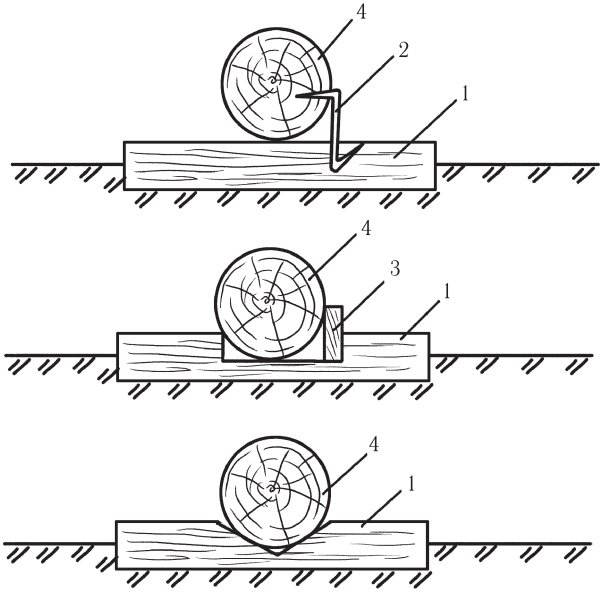

Рис. 70. Способы фиксации бревна: 1 — подкладка; 2 — обратная скоба; 3 — клин; 4 — бревно
1. Обрабатываемое бревно должно быть прочно зафиксировано (рис. 70), для чего применяют обратные скобы.